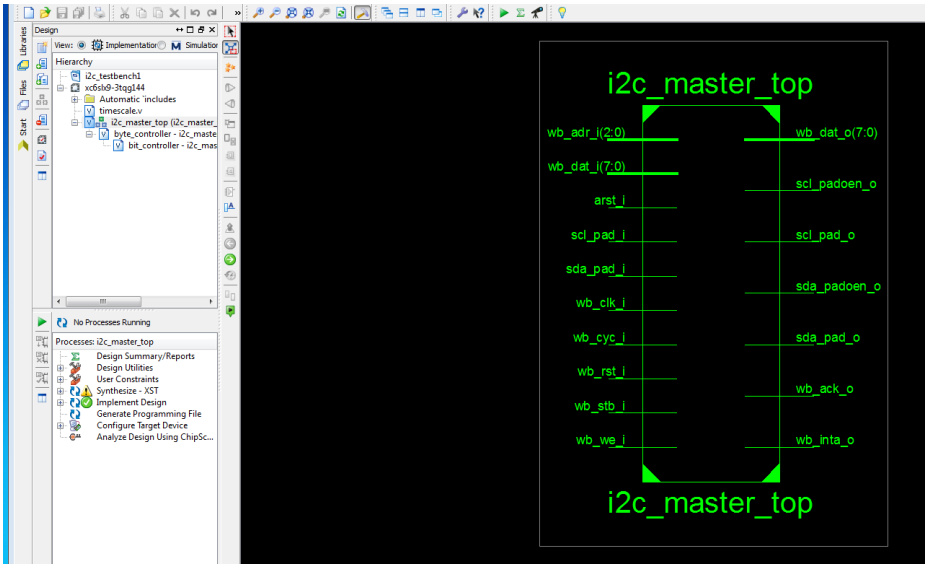

Figure 4-8 *Top-level RTL schematic view*
5. At this point I like to take a quick look at the RTL schematic view of the design using the Tools →Schematic Viewer menu option. This gives us a good visual of the I/O pins the test bench will be connecting to (see Figure 4-8). You can also check out the file hierarchy in the Design panel.